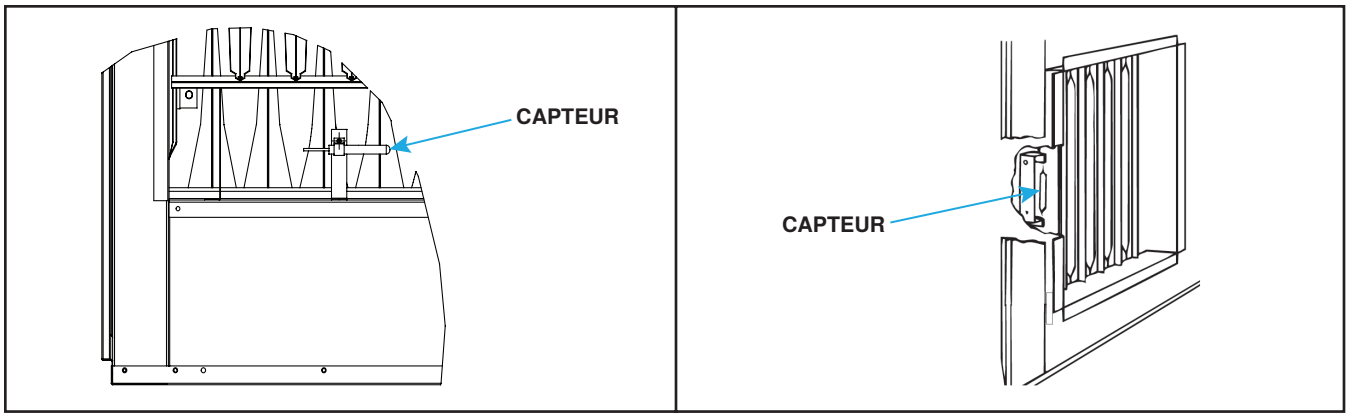

**Figure 7. Lieux d'expédition du capteur capillaire**
Selon l'option de contrôle des gaz, le capteur de température de l'air de refoulement est installé à l'usine ou sur le site. Les capteurs sur le site ont l'une des deux configurations suivantes : un ensemble capteur et tube de mélange ou un ensemble support de capteur et boîte de jonction. Pour les unités avec option de support de capteur et de boîte de jonction, le capteur est normalement installé sur un support dans la décharge du four pour l'expédition, mais il peut être monté dans le pied de l'armoire (voir **Figure 7**).
(1) Avant de raccorder les conduits à la fournaise, retirez le capteur capillaire de sa position d'expédition sur la fournaise (voir **Figure 7**).